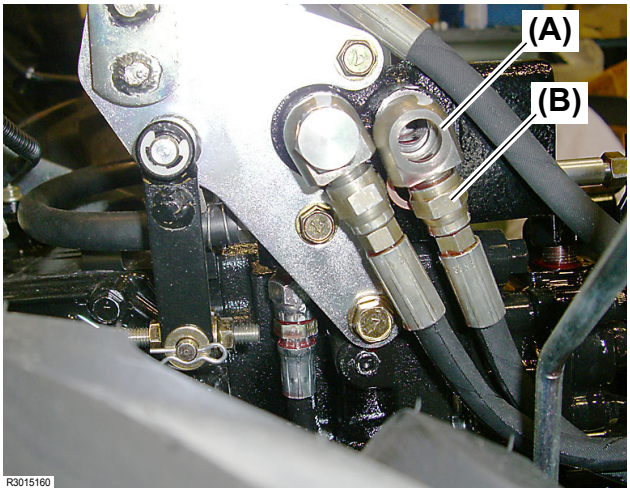

Fig. 3
3. If the hose **(Fig. 3, (A))** and the joint **(Fig. 3, (B))** have been separated, install and tighten them to the following torque: